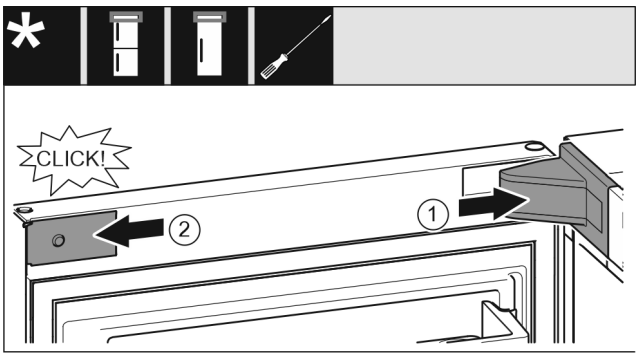

Fig. 65
▶ Uzlieciet un nofiksējiet gultņa balsta pārsegu *Fig. 65 (1)*, ja nepieciešams, uzmanīgi atspiediet.
▶ Sānos pielieciet un nofiksējiet aizsegu *Fig. 65 (2)*.